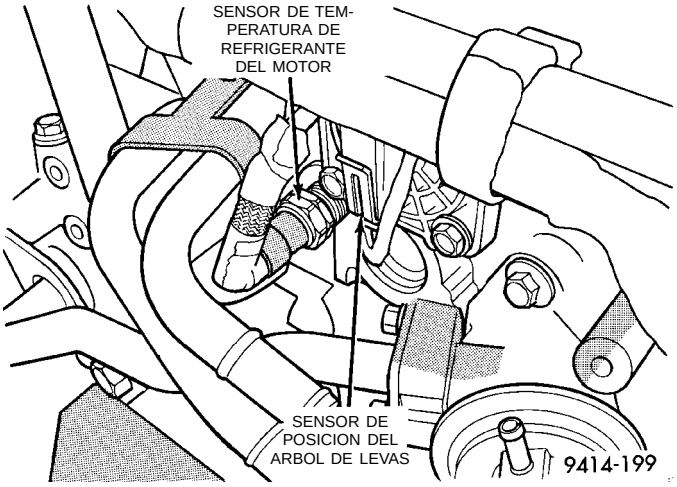
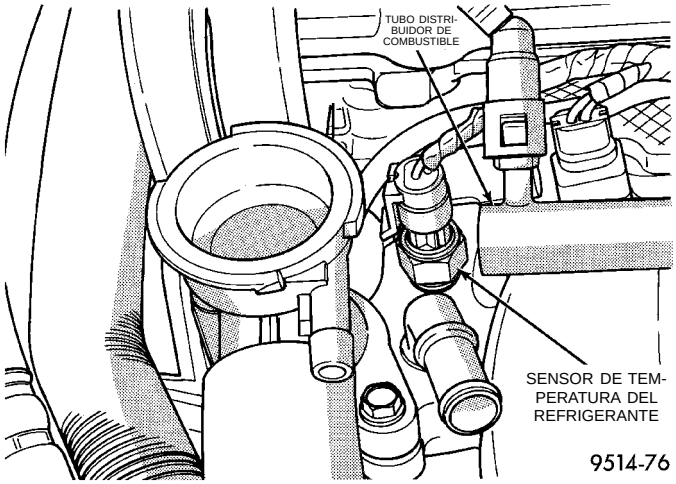

Fig. 78 Localización del sensor de temperatura del refrigerante del motor—SOHC
Fig. 79 Localización del sensor de temperatura del refrigerante del motor—DOHC
(1) Coloque la llave en la posición OFF, desconecte el conector del mazo del sensor de temperatura del refrigerante (Fig. 78) o (Fig. 79).